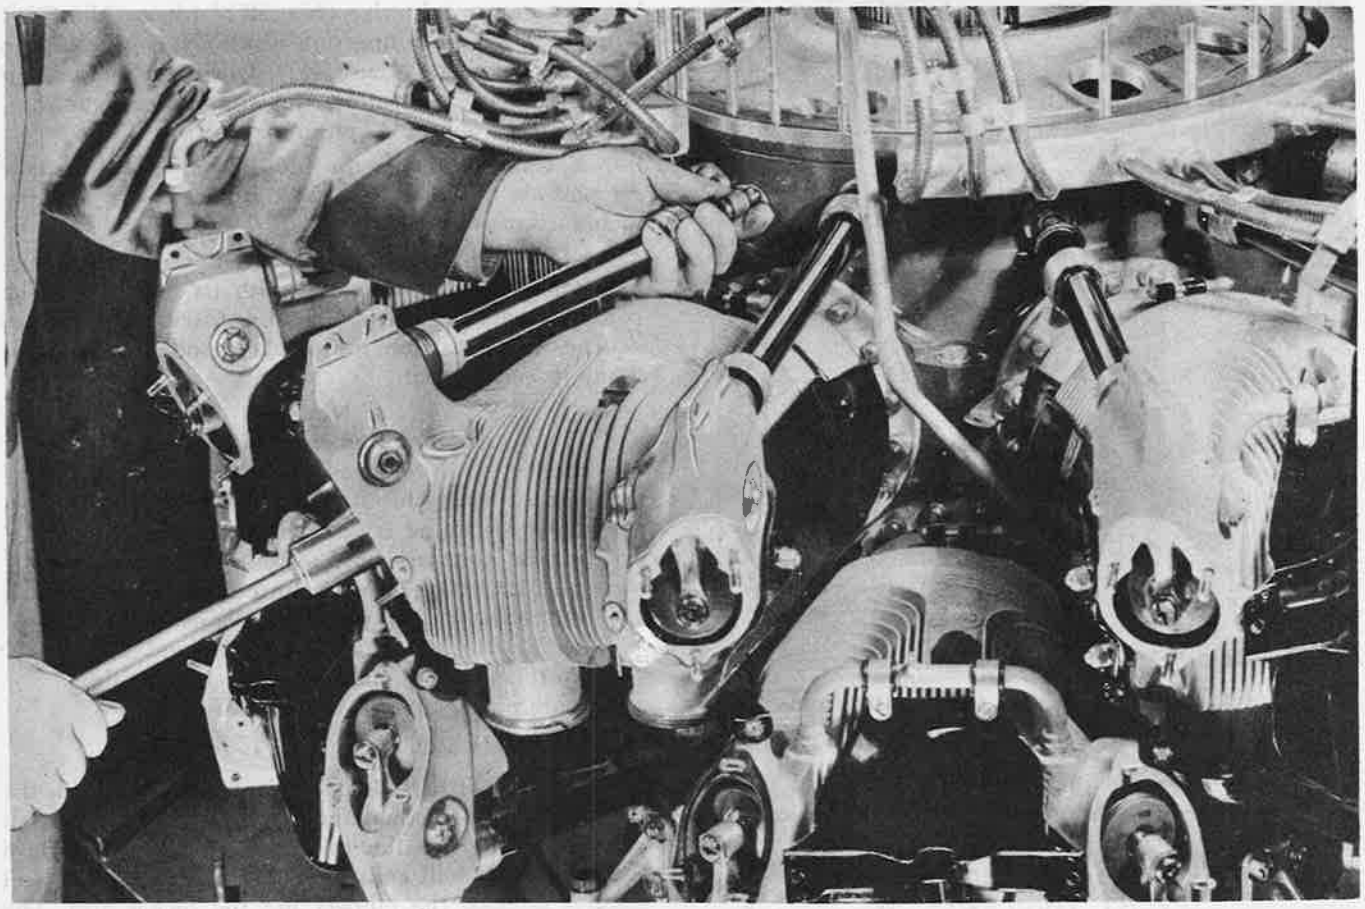

Figure 203—Removal of Push Rod
5. Depress the valves (figure 203), using PWA-1392 rocker arm depressor and remove the push rods and cover tubes.